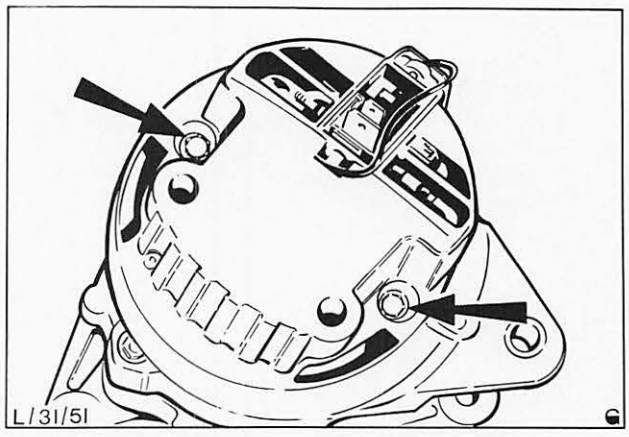

Abb. 42 Halteschrauben – hinterer Deckel
2. Hinteren Deckel der Lichtmaschine abbauen, Abb. 42.